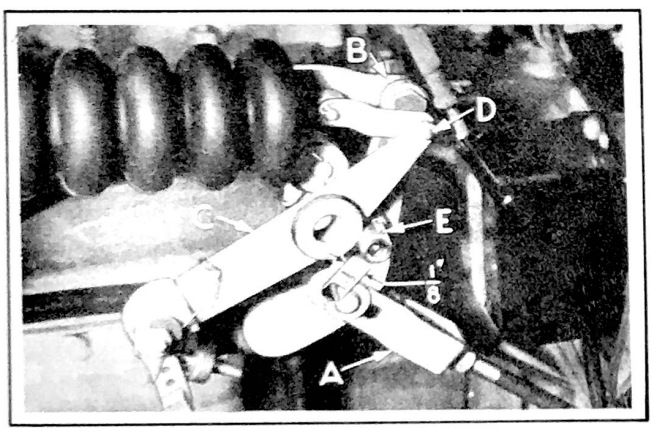

Figure 201 - Bell Crank Yoke Adjustments
With the engine stopped and the power cylinder piston rod (B), Fig. 201, in its extreme rear position, remove the valve lever assembly (C). This is done by removing the nut at (E) and the cotter pin (D) at the valve rod to valve lever link. This renders the bell crank operating rod yoke (A) accessible for adjustment. The distance between the front edge of the clevis pin and the front end of the slot in the yoke should be 1/8".